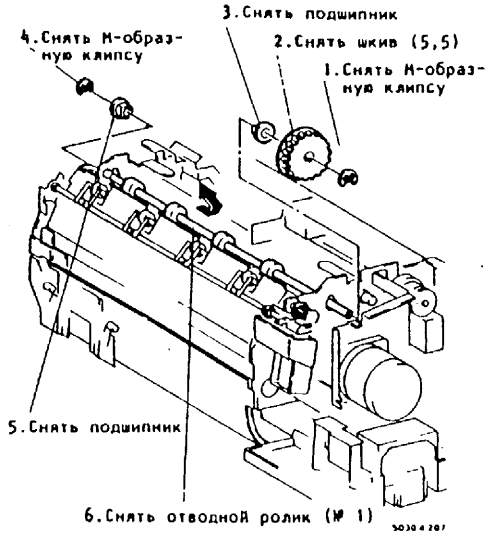

Рис.2. Снятие ролика отвода оригинала (№ 1)
3. (Рис.1, Рис.2): Снять ролик отвода оригинала (№ 1).